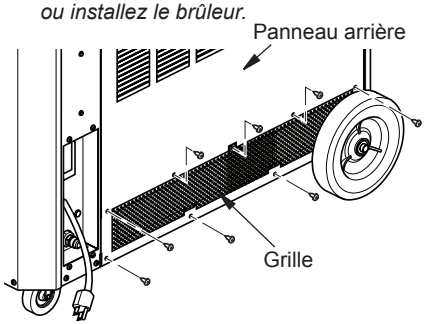

Figure 12 - Panneau arrière et grille
1. Enlevez toutes les vis visibles de la partie inférieure du panneau arrière et de la grille (voir figure 12). Sortez le panneau arrière pour avoir accès à la grille. Soulevez la grille au dessus du rebord et faites la glisser pour la sortir.